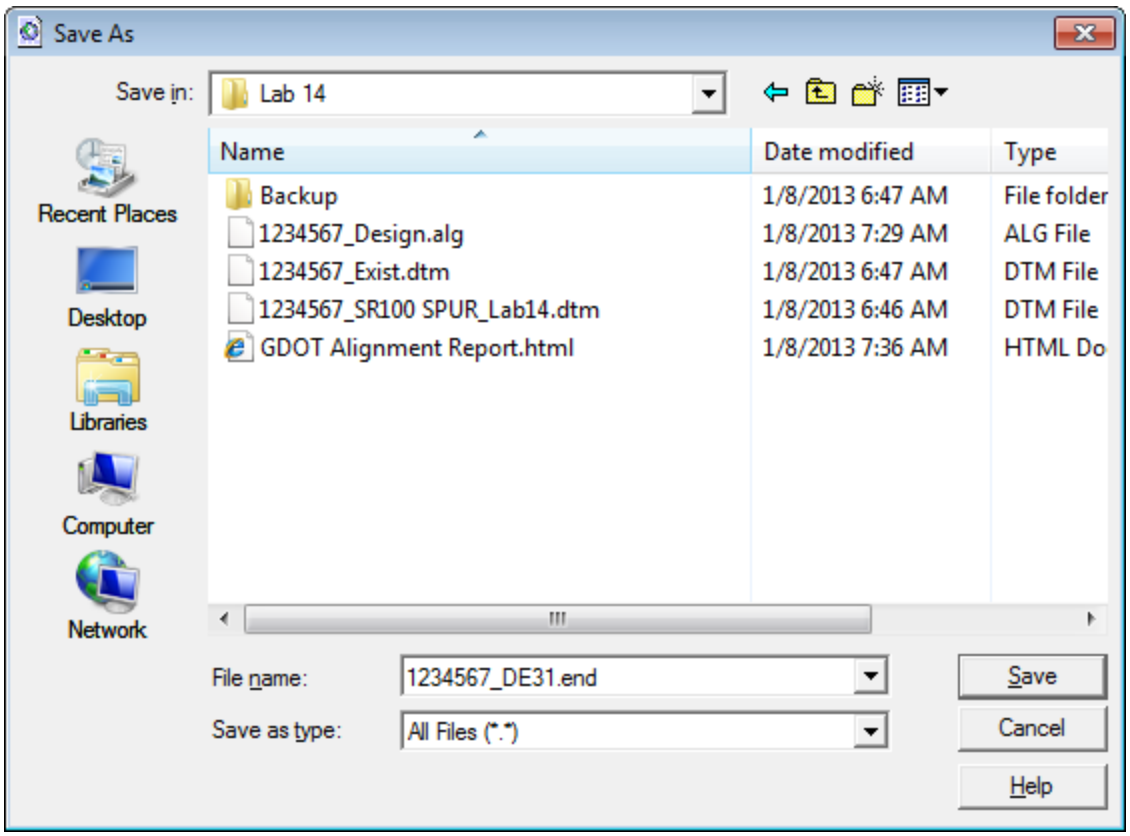

Figure L14-16 Save As
27.	**Save the Report as a Text (.end) file.** • In the **Bentley Civil Report Browser**, select **File ► Save As**. The **Save As** dialog opens. • Navigate to ***C:\InRoads Data\Design Labs\Lab 14*** • Change the **Save as type:** to **All Files (*.*).** • Enter the **File name:** as **1234567_ DE31.end** • Verify your entries match those shown in *Figure L14-16*. • Click **Save**.